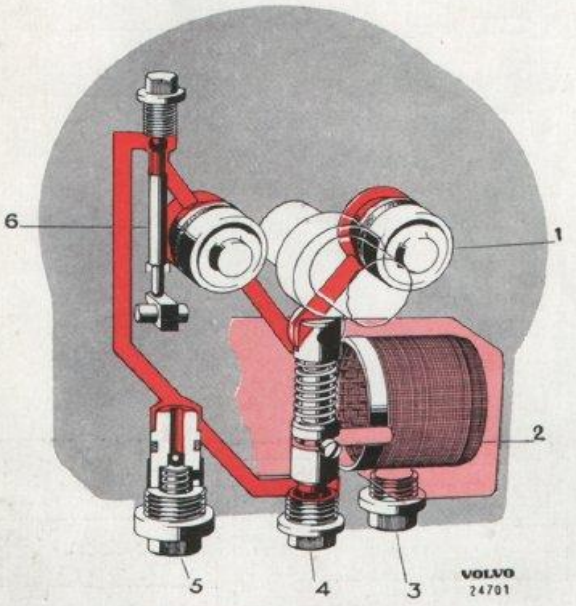
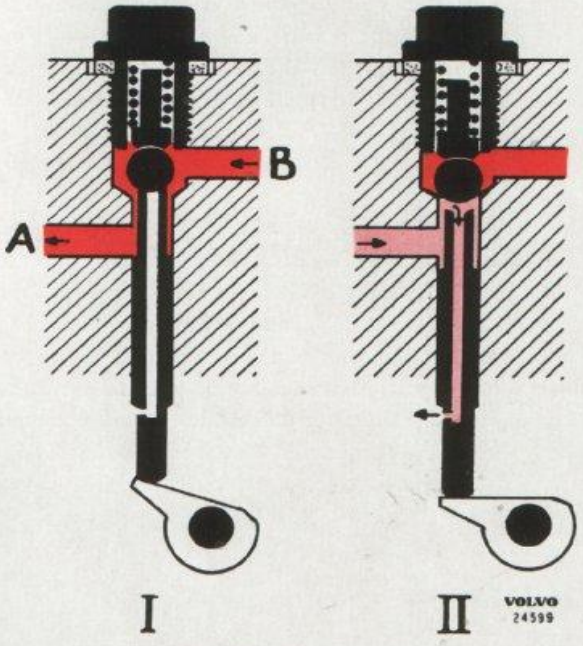

Bild 3-35. Hydrauliskt system
Bild 3-36. Manöverventil
I överväxellådan finns en kolvpump (4, bild 3-35) som drives av en excenter på huvudaxeln. När manöverventilen (6) öppnas (läge I, bild 3-36) strömmar olja under tryck från pumpen via ventilen till två cylindrar (1). Kolvarna i cylindrarna pressar därvid kopplingslamellen framåt och i kontakt med bromstrumman. När överväxeln kopplas ur stänger manöverventilen förbindelsen mellan pumpen och cylindrarna. Kopplingslamellen pressas bakåt av fjädrarna. Oljan i cylindrarna strömmar därvid genom den urborrade ventilstången och ut i växellådshuset, se II, bild 3-36.
Oljesilen skall rengöras vid varje oljebyte. Tappa därvid först av oljan genom att ta bort proppen (3, bild 3-35. Märkt "Drain") under oljesilen. Därefter sker rengöringen på följande sätt:
5. Pump och pumpventil monteras i motsatt ordning mot demonteringen. Kontrollera att packningen för proppen (4, bild 3-35) är i gott skick. Fyll på olja.